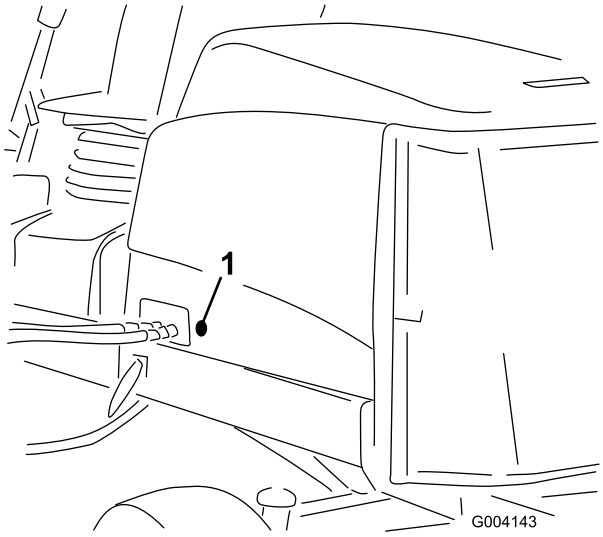

**Figura 15**
2. Retire el tapón de goma del taladro de lado izquierdo del capó (Figura 15).